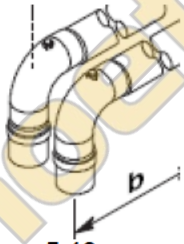

рис. 5.13
• располагаться с соблюдением минимальных расстояний см. рис. 5.13 и местных норм.